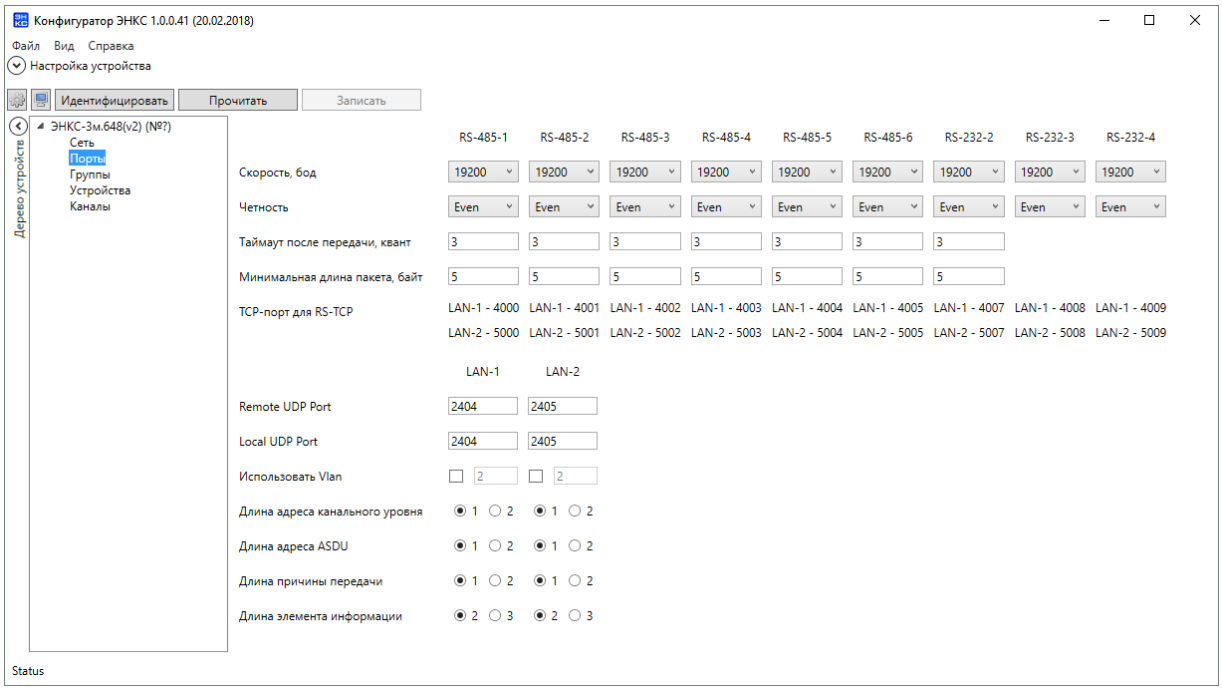

Рисунок 2.2. Настройка интерфейсов для опроса.
2.1.5 Для опроса устройств по МЭК-60870 через UDP необходимо для соответствующих интерфейсов задать UDP-порт опрашиваемых устройств (Remote UDP Port), выставить длины 1112 (рис. 2.2).